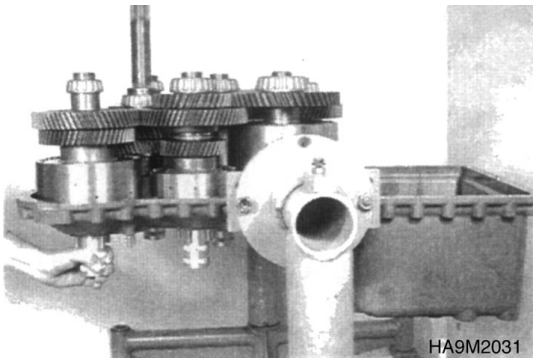

Figure 137
18. Remove handles (S) (Figure 137).